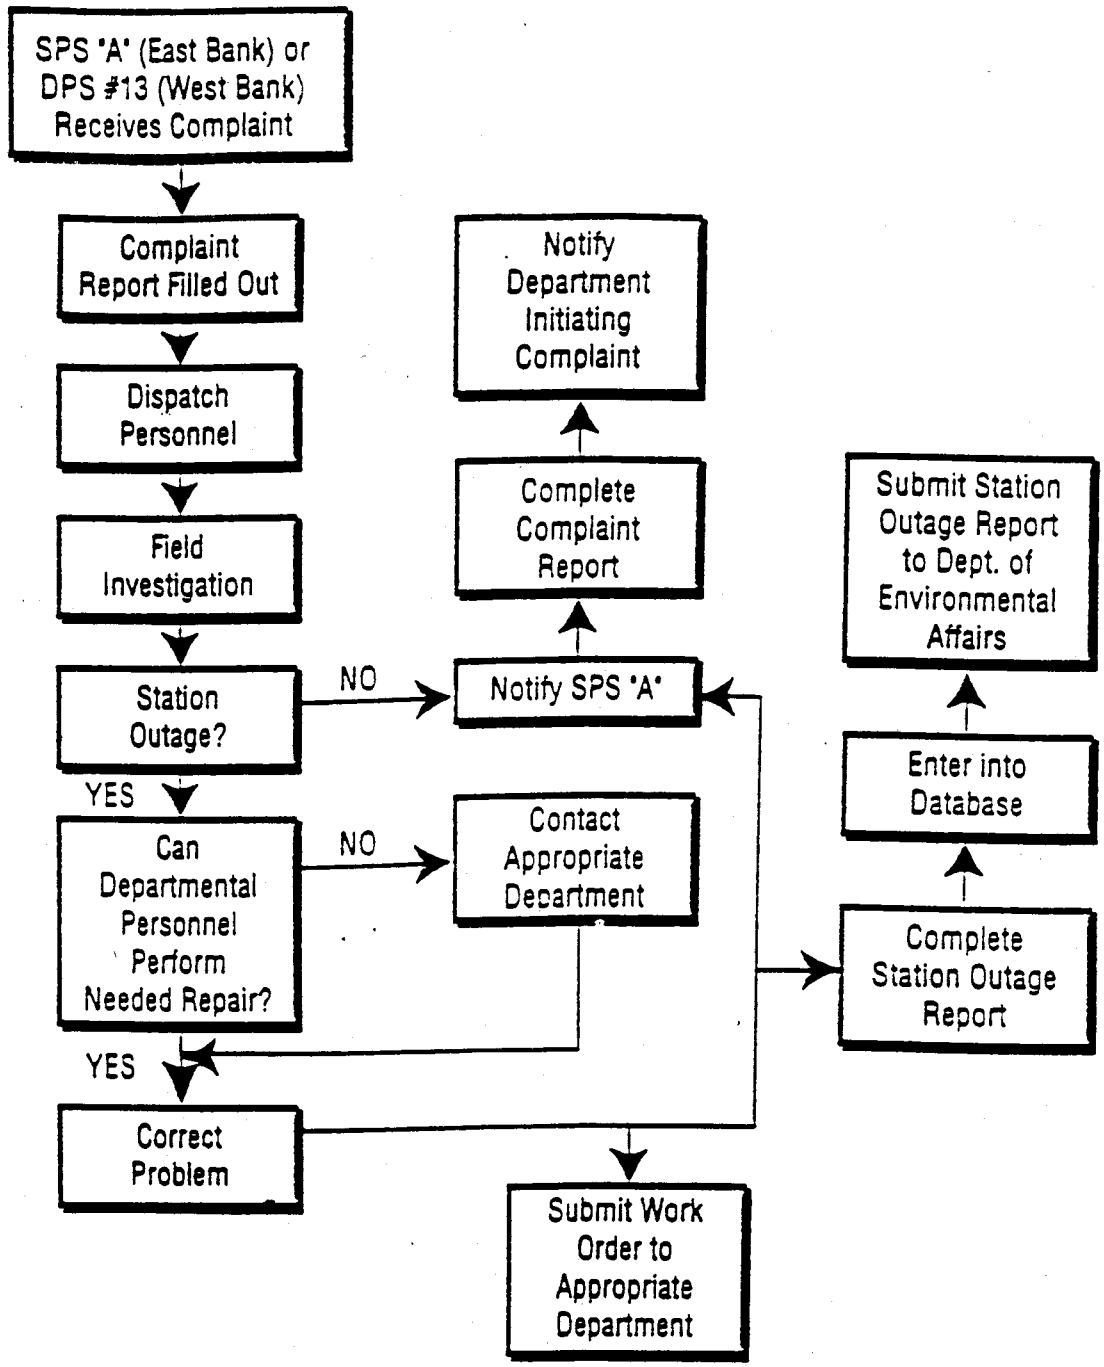

Figure 2-16
2.5.2.1 Pump Station Unscheduled Maintenance Work Flow Chart (see Figure 2-16)
A flow chart for addressing station operation problems, as noted above, is found in Figure 2-16.